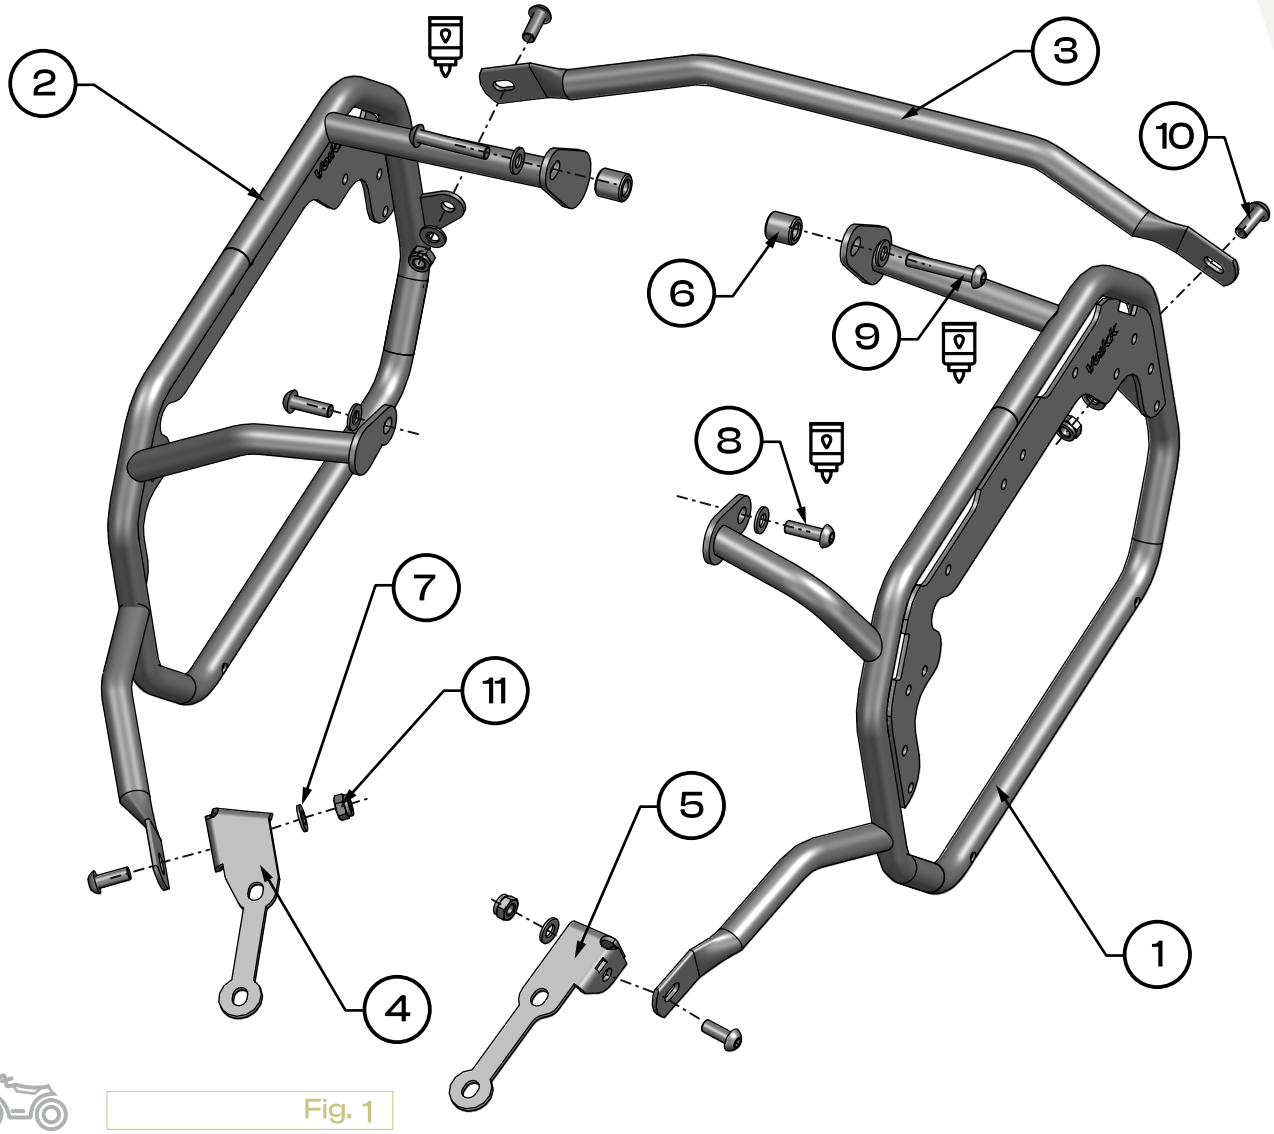
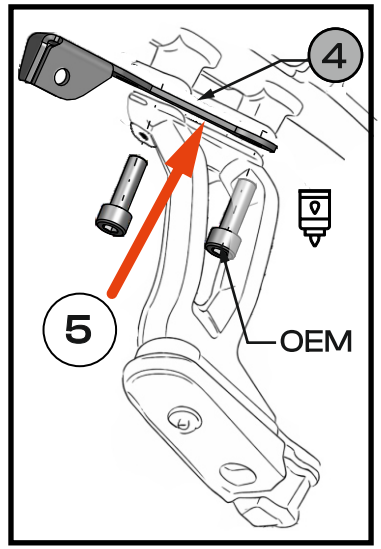
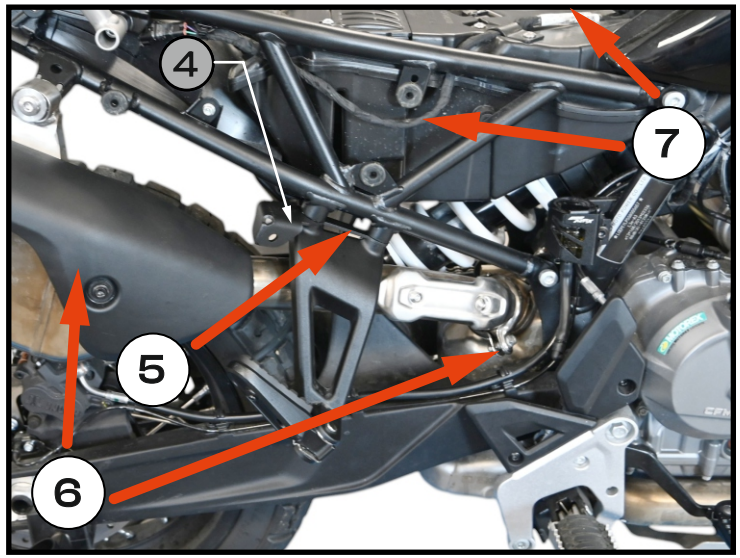

Fig. 1
Fig. 5
Fig. 4
5. Loosely install and fasten components **[4]** and **[5]** together with the passenger footrests using **OEM** bolts on both sides of the motorcycle. **[Fig. 1], [Fig. 4], [Fig. 5].** Use a medium - threadloccker
6. Resinstall and fasten the exhaust. **[Fig. 4]**
7. Resinstall and fasten plastic cover. **[Fig. 4]**
8. Loosely install and fasten left and right side carriers **[1], [2]** on both sides of the motorcycle to the bracket using bolts **[10],** tightening nuts **[11]** trough warshers **[7]. [Fig. 1], [Fig. 6] , [Fig. 7]**
9. Loosely fasten on both sides of the motorcycle bolts **[8]** trough warshers **[7]. [Fig. 1], [Fig. 6] , [Fig. 7]**
10. Loosely fasten on both sides of the motorcycle bolts **[9]** trough warshers **[7]** and spacers **[6]. [Fig. 1], [Fig. 6] , [Fig. 7]**
11. Loosely fasten the left and right side carriers **[1], [2]** to the center bracket **[3]**using bolt **[10]**, nut **[11],** and washer **[7]. [Fig. 1], [Fig. 8] , [Fig. 9]**
13. Align the **Side Carriers** with the motorcycle centerline. **Tighten all bolts to the specified torque. [Fig.1], [Fig.9],**